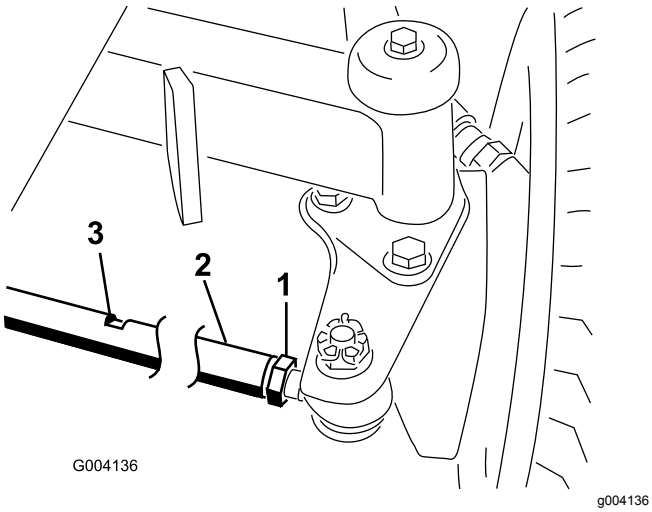

**Figur 93**
2. Løsne låsemutteren på begge ender av parallellstaget (Figur 93).